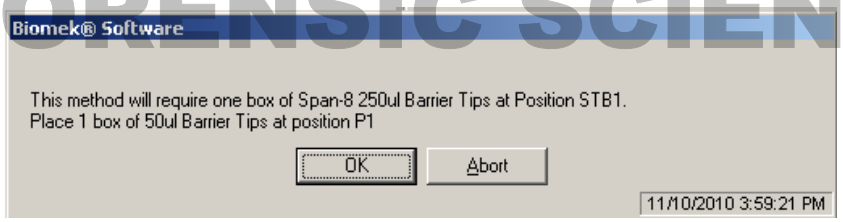

Figure 15. Tip box placement on the deck.
5.4.17 The next prompt, shown in Figure 15, will indicate where the boxes of tips need to be placed and if one or two boxes of P50 tips will be needed. Click OK once the tips are placed on the deck.